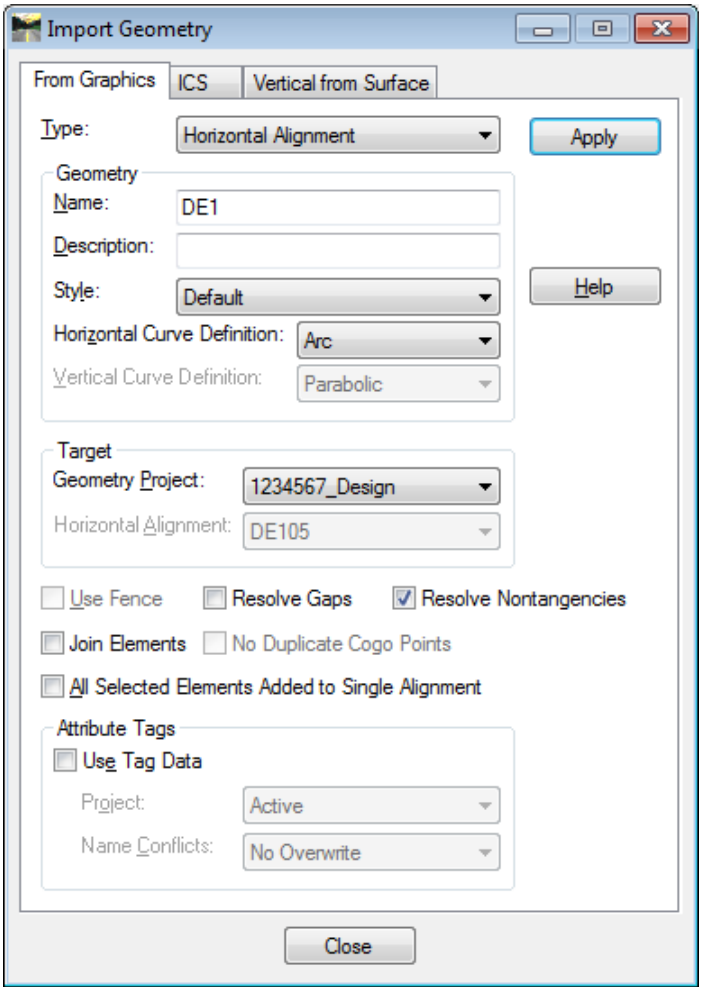

Figure L5-2 Import Graphics
8.	**Open the Import Geometry dialog.** • In InRoads, select **File ► Import ► Geometry**. The **Import Geometry** dialog opens as shown in *Figure L5-2*.